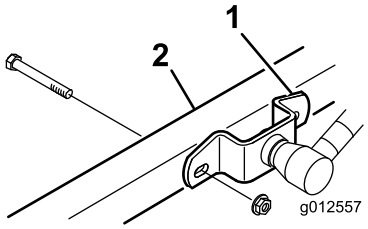

Figure 2
3. Lower the cutting unit and remove the 4 bolts and nuts securing lift arm brackets to castor arms (Figure 2).